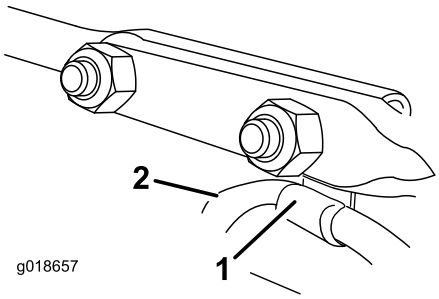

**Figur 17**
6. Montera kabelklämman som stödjer strålriktarkabeln under huvudet på den främre vagnskruven, och fäst vagnsskruvarna med låsmuttrar från påsen med lösa delar (Figur 17).